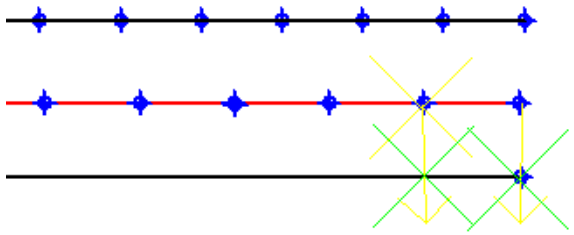

Figure 2-56 *Cross-marks indicating the location of the point*
3. Click at the start point of the alignment to specify as the first point, refer to Figure 2-56; you are prompted to specify the direction.
13. Specify the description and the elevation as specified in steps 7 and 8; a point is displayed on the line, refer to Figure 2-56.